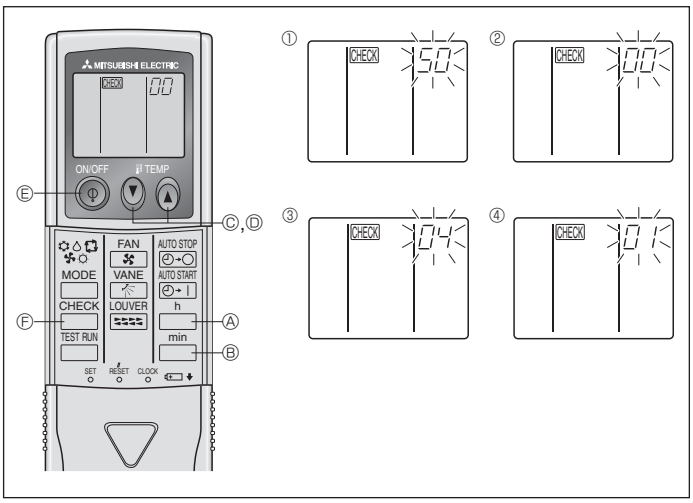

Fig. 6-11
⑧ Pulse el botón MODE Ⓔ para que el modo y el número de configuración (Ⅰ) y (Ⅱ) estén continuamente activados y se pueda confirmar el contenido de la configuración.
⑨ Mantenga simultáneamente presionados los FILTER Ⓐ y TEST RUN Ⓑ durante dos segundos por lo menos. La pantalla de selección de funciones desaparecerá momentáneamente y aparecerá la visualización de desconexión (OFF) del acondicionador de aire.
2) Para el controlador remoto inalámbrico por infrarrojos (Fig. 6-11)